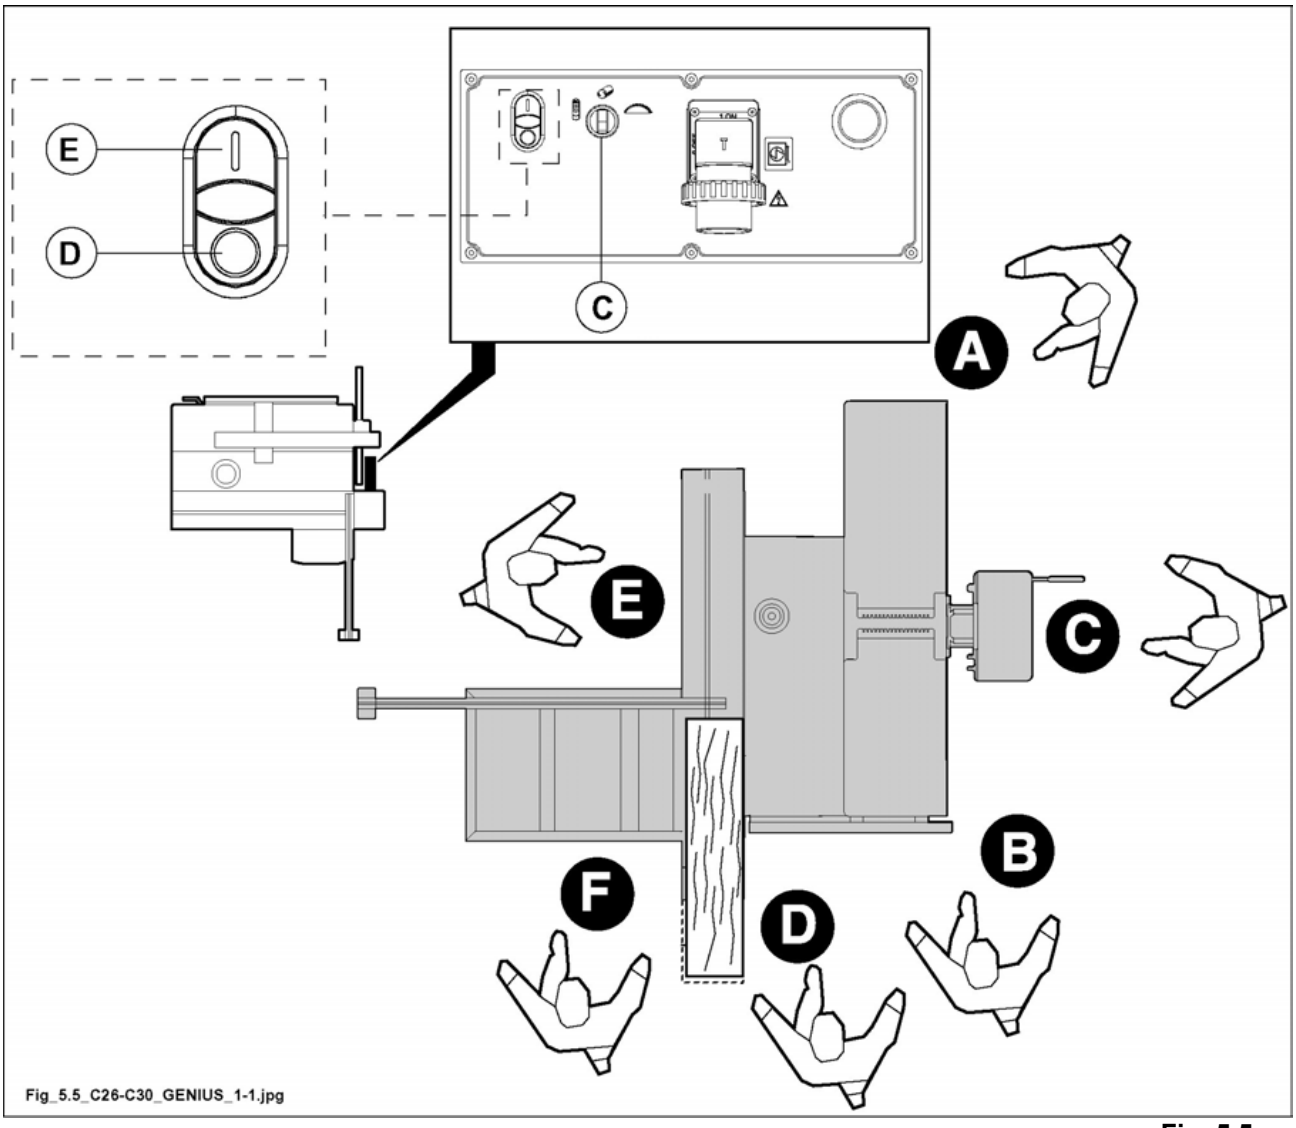

Fig. 5.5
- Move the selector switch (C fig. 5.5) in the chosen working position.
- Press the (E fig. 5.5) button.
1) Press the (D fig. 5.5) button.
it is forbidden to stop the motor by turning selector (C fig. 5.5).